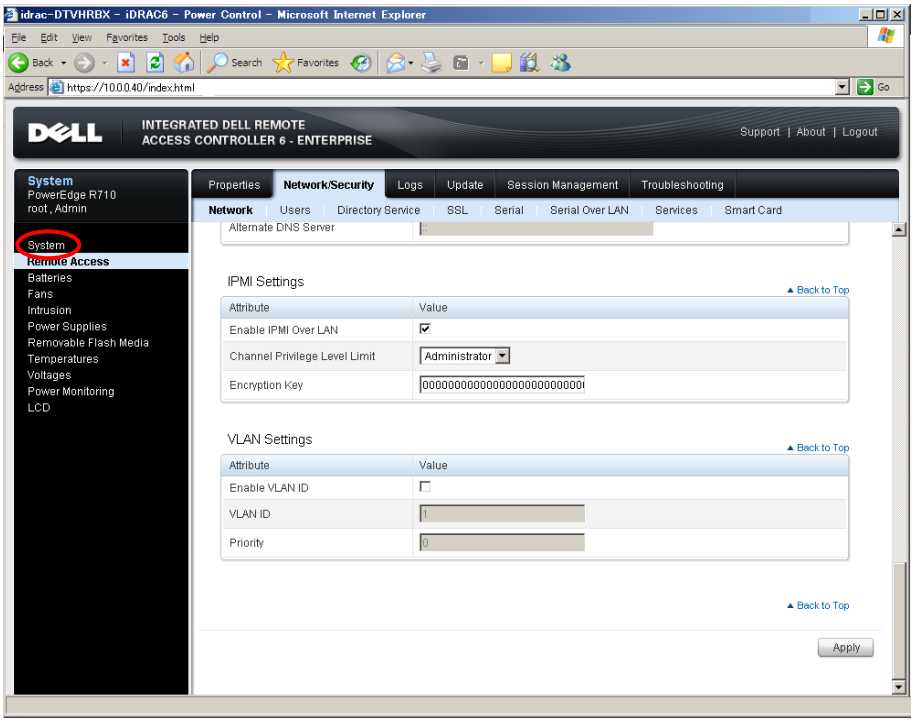

Figure B.2.5-15 Network window 2
(19) Click [System] in the network window2 as shown in FigureB.2.5-15.